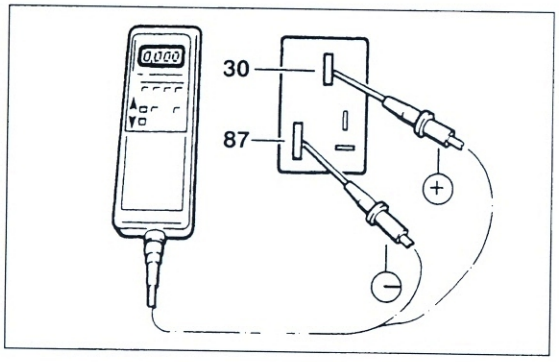

Bild 107
- Plusleitung des Messgeräts an Klemme 30, Minusleitung an Klemme 87 anschliessen (Bild 107). Falls ein Widerstandswert angezeigt wird,